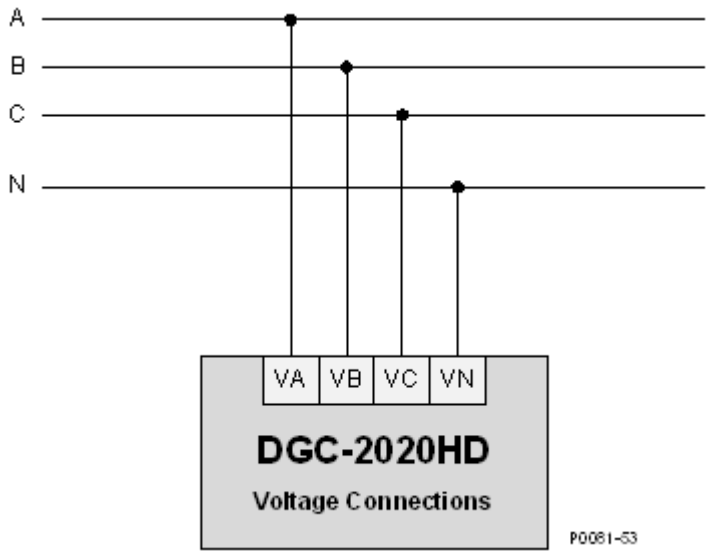
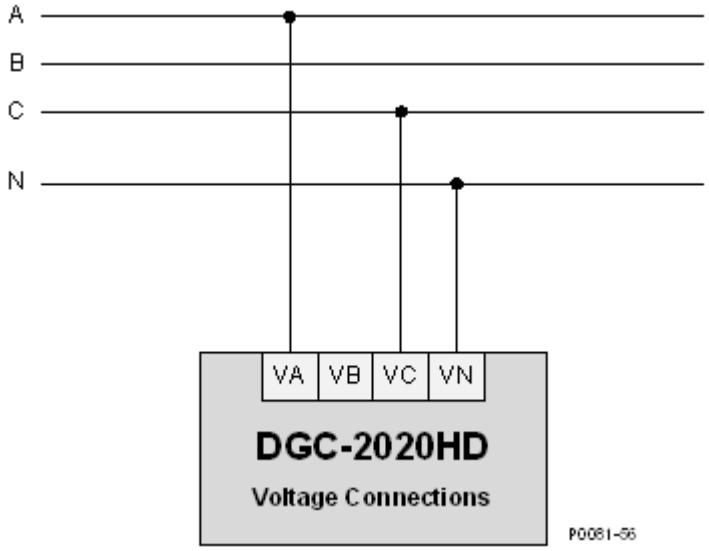

Abbildung 4-2. Anschlüsse für Dreiphasen-Sternschaltung Busspannungsmessung
Abbildung 4-5. Einphasen A-C Anschlüsse
- Drei Phasen Stern ..... Abbildung 4-2
- Eine Phase A-C ..... Abbildung 4-5
Obwohl in den Unterbrechersteuerungsplänen dreiphasige Sternschaltungs-Messanschlüsse gezeigt werden, können stattdessen andere Konfigurationen für Busspannungsmessung (Abbildung 4-2 bis Abbildung 4-5) verwendet werden.
Abbildung 4-2 zeigt typische Dreiphasen Sternschaltungsanschlüsse für alle DGC-2020HD Anschlüsse zur Busspannungsmessung: Generator, Bus 1 und Bus 2. Verwenden Sie die unten aufgelisteten Klemmennummern zum Anschließen des gewünschten Bustyps. Konsultieren Sie das Kapitel *Klemmen und Steckverbinder* für die Nummerierung der Klemmen auf der hinteren Schalttafel.
Abbildung 4-5 zeigt typische Einphasen A-C Anschlüsse für alle DGC-2020HD Anschlüsse zur Busspannungsmessung: Generator, Bus 1 und Bus 2. Verwenden Sie die unten aufgelisteten Klemmennummern zum Anschließen des gewünschten Bustyps. Konsultieren Sie das *Kapitel Klemmen und Steckverbinder* für die Nummerierung der Klemmen auf der hinteren Schalttafel.